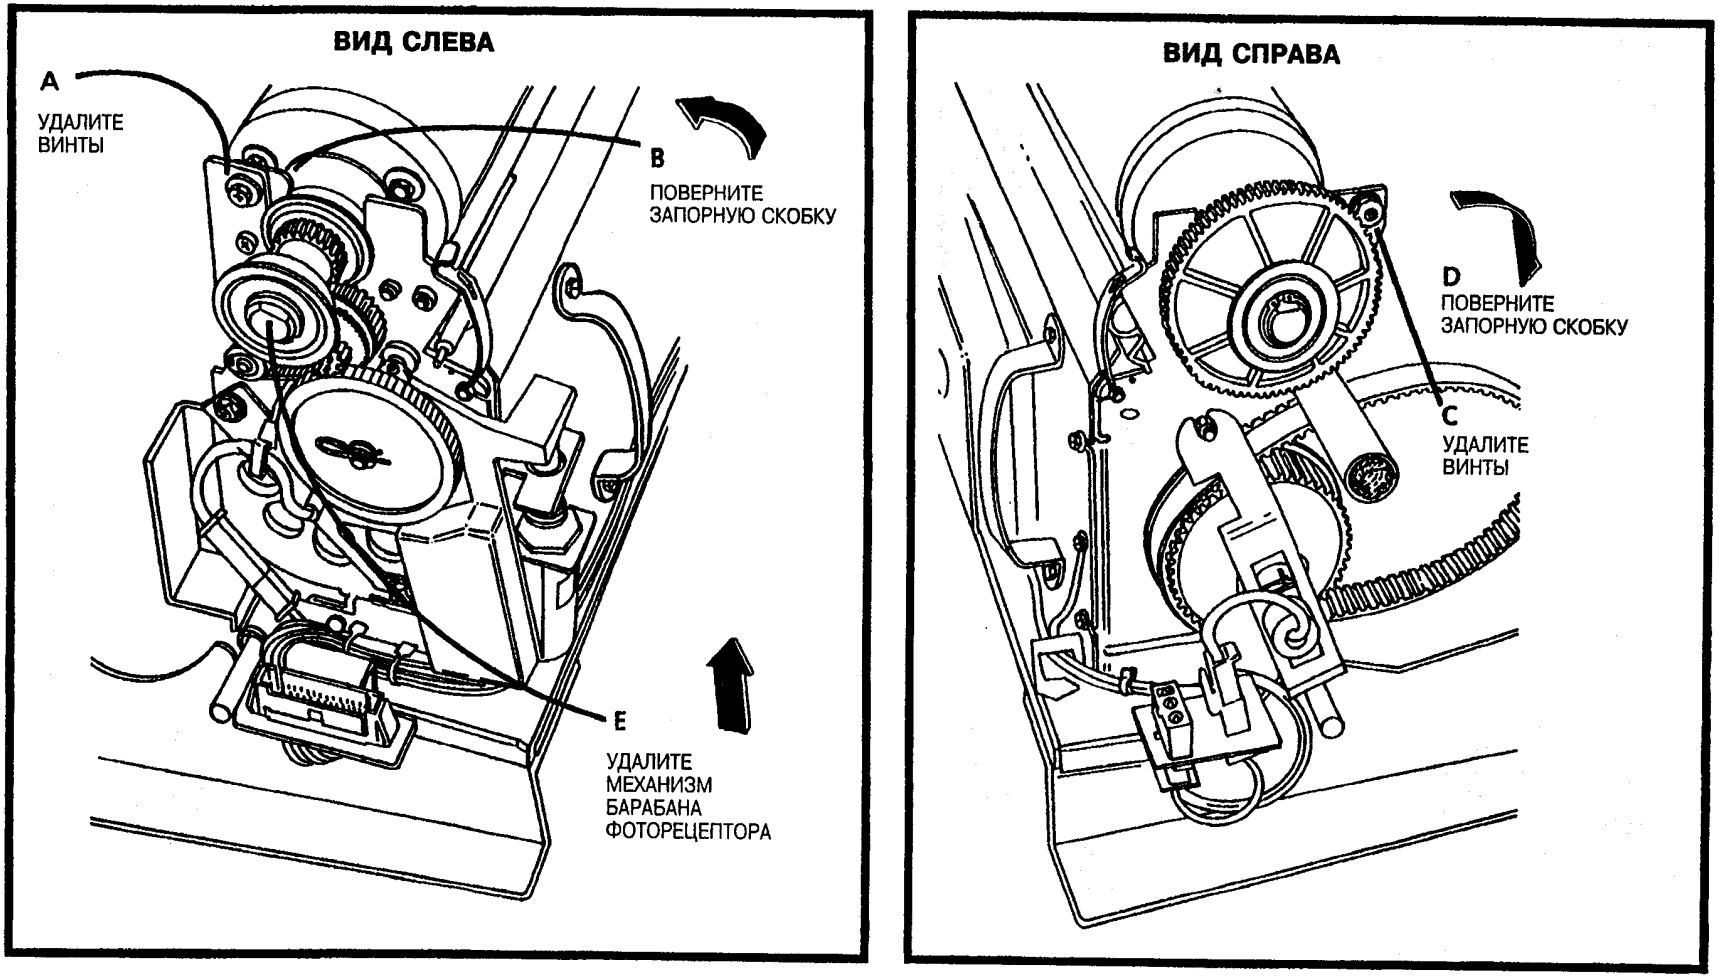

Рис. 1. Удалите механизм барабана фоторецептора
4. (Рис. 1): Удалите барабан фоторецептора.